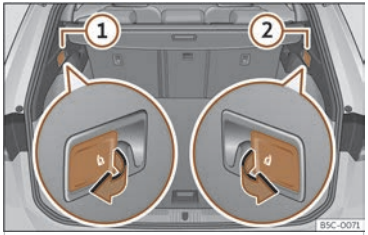

Fig. 106 Dans le coffre à bagages : leviers de déverrouillage du dossier arrière.
- Tirez le levier de déverrouillage à distance de la partie gauche ››› **fig. 106** ① ou droite ② du dossier dans le sens de la flèche. La partie débloquée du dossier arrière se rabat automatiquement vers l'avant.